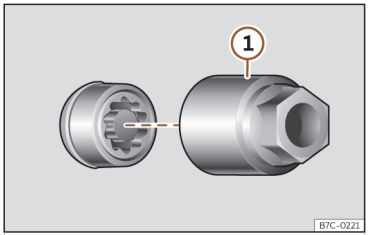

Fig. 227 Tornillo antirrobo de la rueda con capuchón y adaptador.
- Encaje el adaptador especial ››› **fig. 227** ① (herramienta de a bordo ››› **pág. 335**) en el tornillo antirrobo de la rueda hasta el tope.